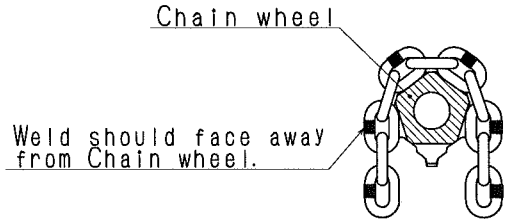

Fig. 3
- Check the welds on Load chain are faced away from the center of Chain wheel (See Fig. 3).